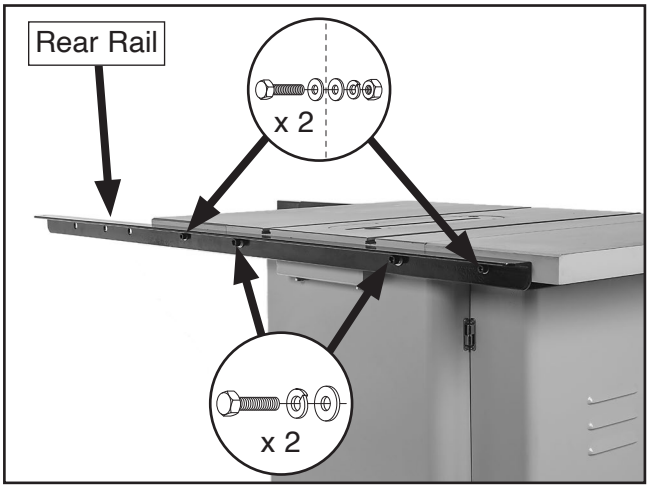

Figure 25. Rear rail installed.
14. Attach rear rail to main table using (2) M10-1.5 x 25 hex bolts, 10mm lock washers, and 10mm flat washers, as shown in **Figure 25**. Check to make sure rear rail is parallel to table and below miter slots before completely tightening hex bolts.
15. Secure rear rail to extension wings with (2) M10-1.5 x 35 hex bolts, (4) 10mm flat washers, (2) 10mm lock washers, and (2) M10-1.5 hex nuts (see **Figure 25**).